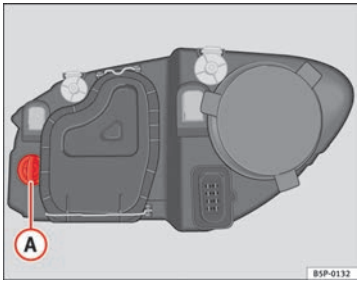

Fig. 178 Turn signal bulb
– Turn bulb holder ⇒ Fig. 178 (A) to the left and pull.